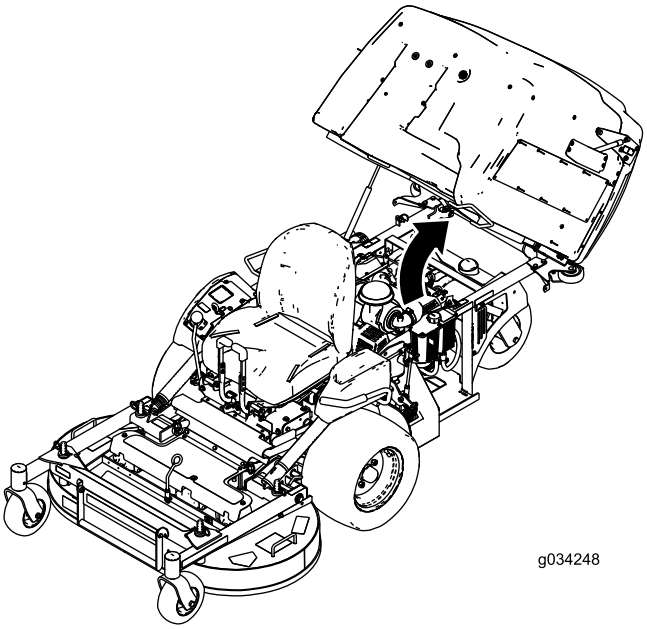

Figuur 30
1. Zet de hopper omhoog (Figuur 30).